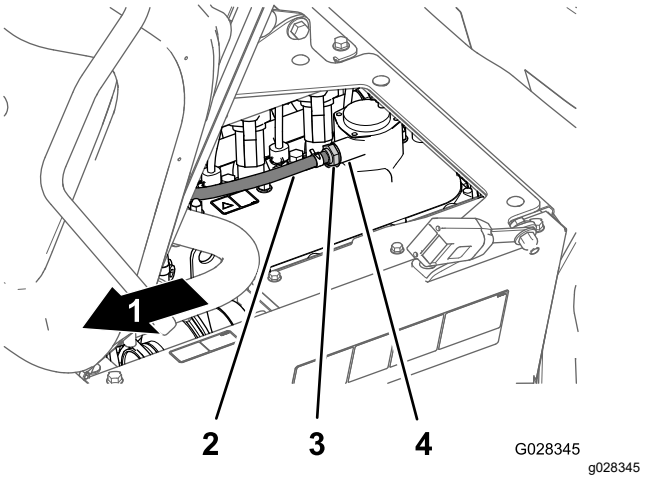

Figure 76
2. Remove the PCV valve from the fitting of the valve cover (Figure 76).
Note: If the internal restrictor of the valve rattles, the PCV valve is serviceable; if the internal restrictor is not free to rattle when shaken, replace the PCV valve (Figure 76).
4. Insert the PCV valve until it is fully seated in the seal for the valve-cover fitting (Figure 76).